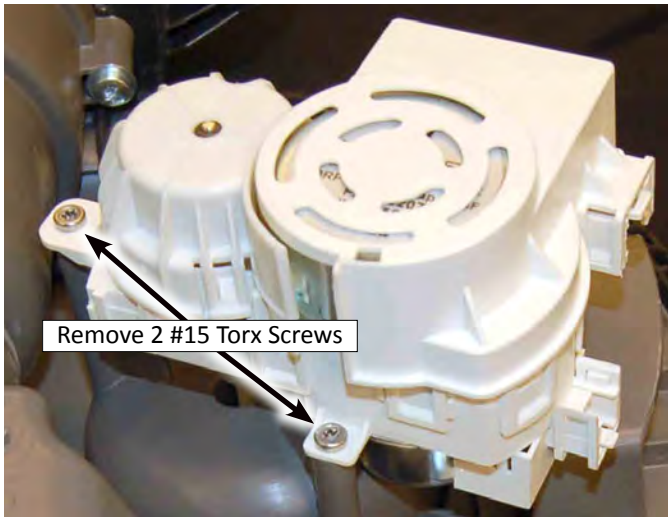

Figure 2
3. Remove 2 (two) T-15 Torx screws, (see Figure 2).